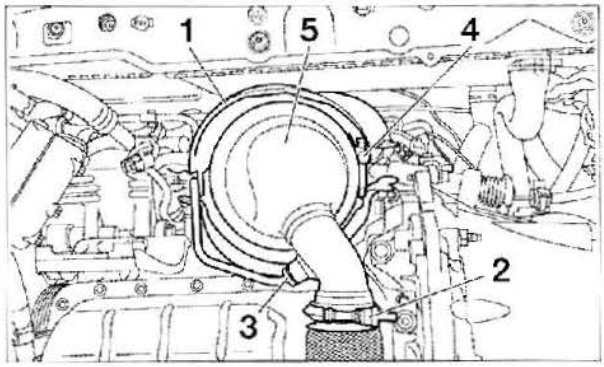

FIG. 37
• Desmontar **(fig. 37)**:
- la pantalla térmica (1).
- la abrazadera de escape (2).
- el captador de presión (3).
• Aflojar la abrazadera de fijación (4)
• Desmontar el filtro de partículas (5).